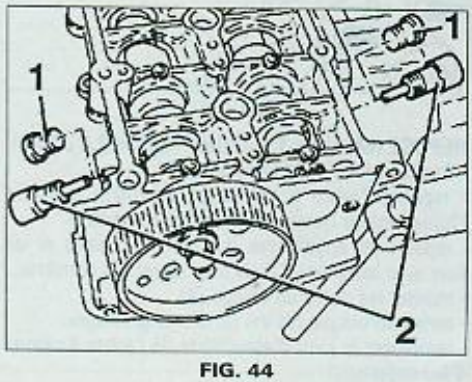

FIG. 44
- Outil de calage d'arbre à cames [2] (ref. 1506895900) **(Fig.44)**.
• Déposer les bouchons (1) et y monter en lieu et place les outils de calage (2) **(Fig.44)**.